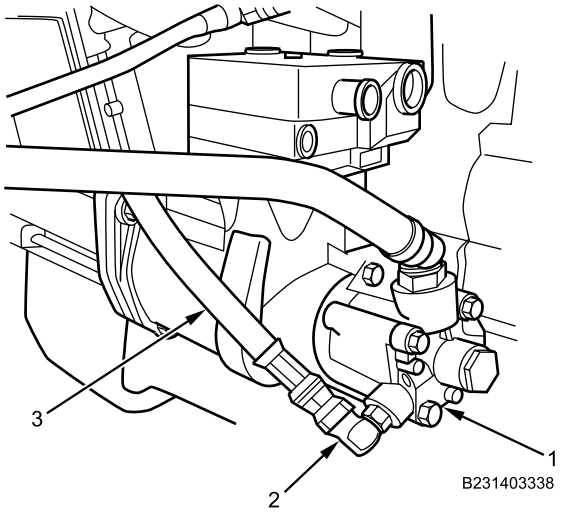

Figure 8. Power Steering Pump.
4. Install pressure hose (Figure 8, Item 3) to power steering pump (Figure 8, Item 1) at elbow fitting (Figure 8, Item 2) and tighten securely.